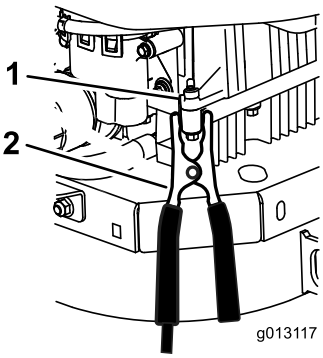

Figur 51
6. Utfør den endelige koblingen på **motorblokken** (ikke på den negative batteripolen) maskinen med utladet batteri, borte fra batteriet og hold avstand (Figur 51).